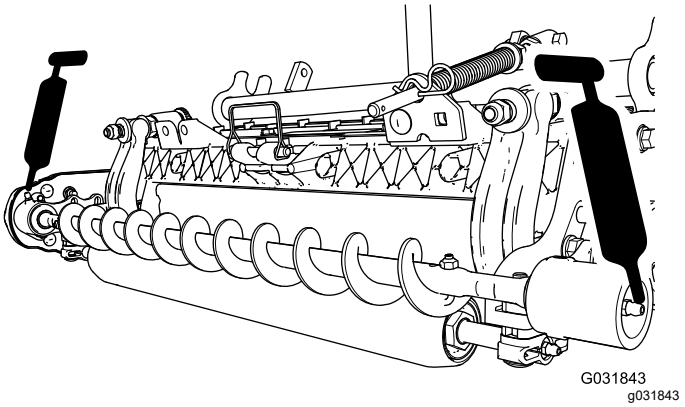

**Figur 20**
3. Smörj smörjnipplarna på vart och ett av rullborstens lagerhus med litiumfett nr 2 (Figur 20). Torka av överflödigt fett, särskilt runt utestångningstätningarna.